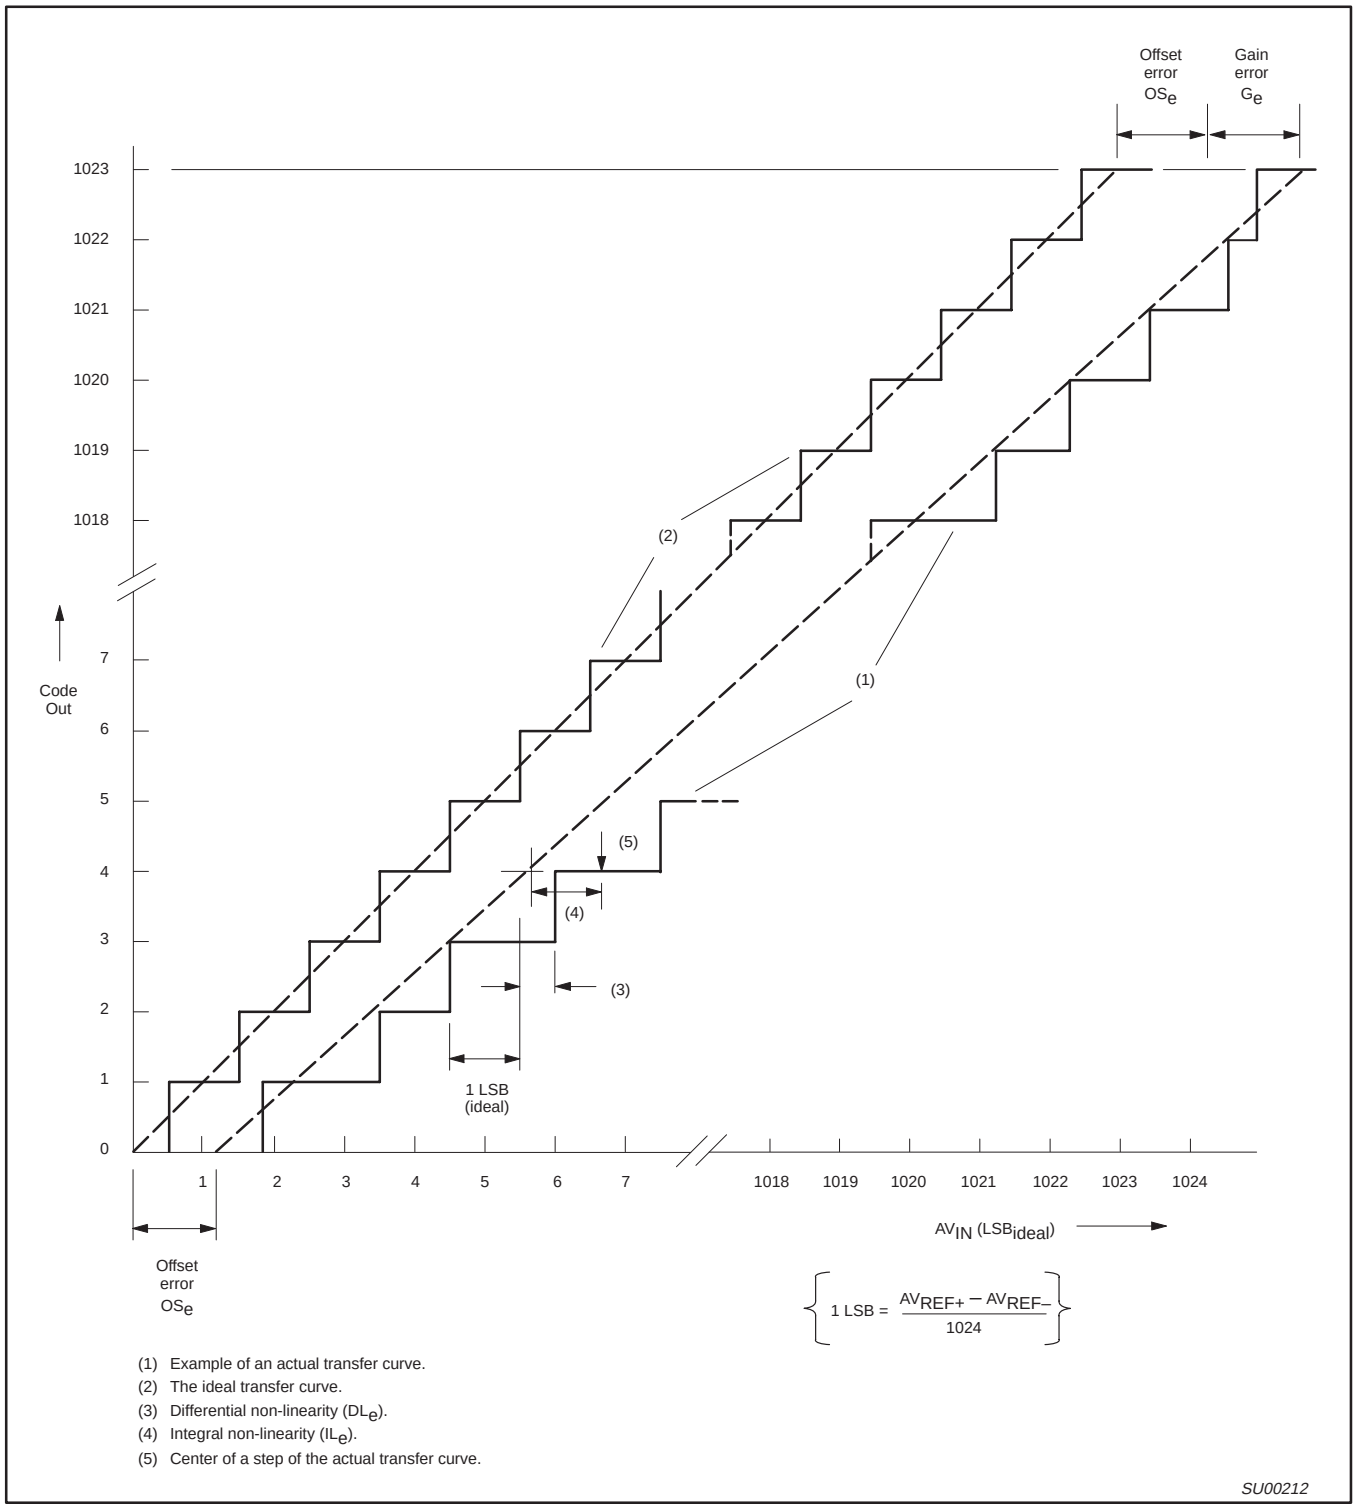

Figure 48. ADC Conversion Characteristic
11. The differential non-linearity (DL_e) is the difference between the actual step width and the ideal step width. (See Figure 48.)
13. The integral non-linearity (IL_e) is the peak difference between the center of the steps of the actual and the ideal transfer curve after appropriate adjustment of gain and offset error. (See Figure 48.)
14. The offset error (OS_e) is the absolute difference between the straight line which fits the actual transfer curve (after removing gain error), and a straight line which fits the ideal transfer curve. (See Figure 48.)
15. The gain error (G_e) is the relative difference in percent between the straight line fitting the actual transfer curve (after removing offset error), and the straight line which fits the ideal transfer curve. Gain error is constant at every point on the transfer curve. (See Figure 48.)